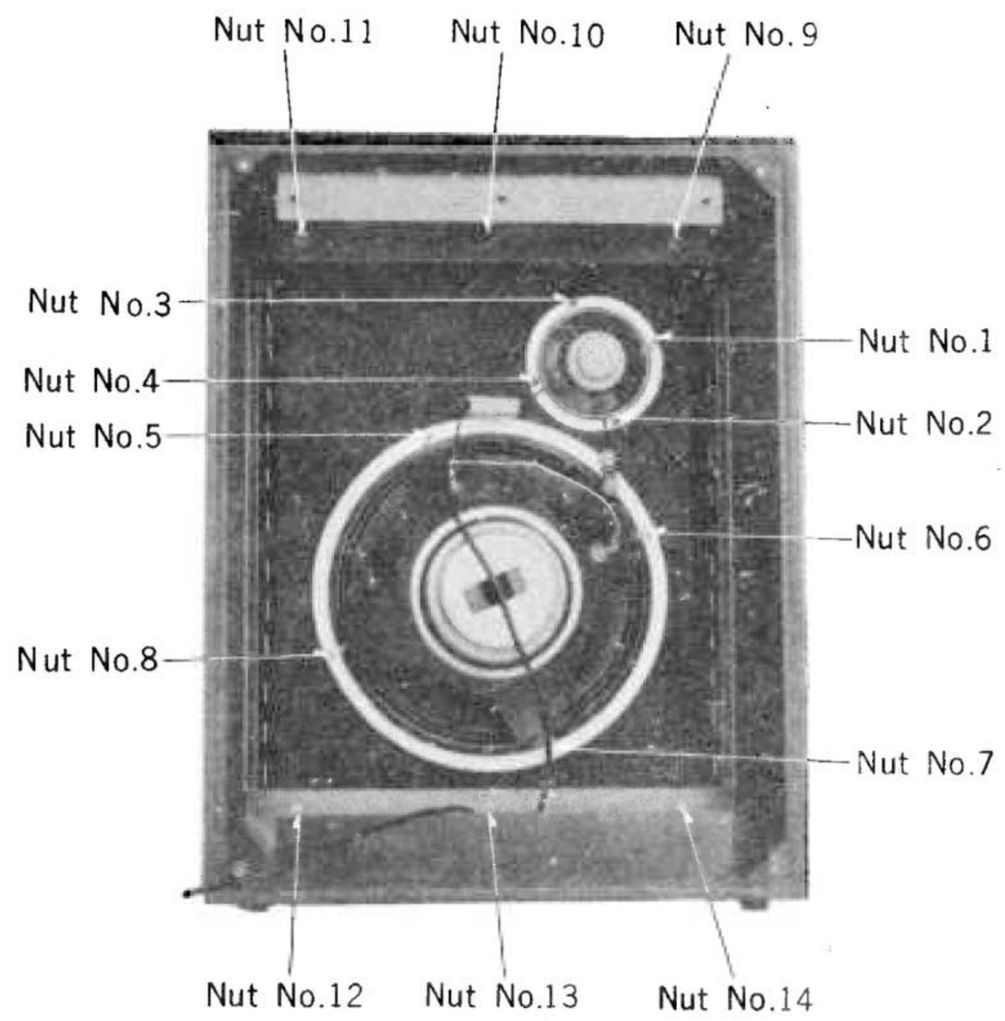

Fig. 7
3. Remove eight (8) speaker mounting nuts, Nos. 1～8, as illustrated in Fig. 7.
2. Remove eight (8) speaker mounting nuts, Nos. 1～8, as illustrated in Fig. 7.
3. Remove six (6) baffle board mounting nuts, Nos. 9～14, as illustrated in Fig. 7.